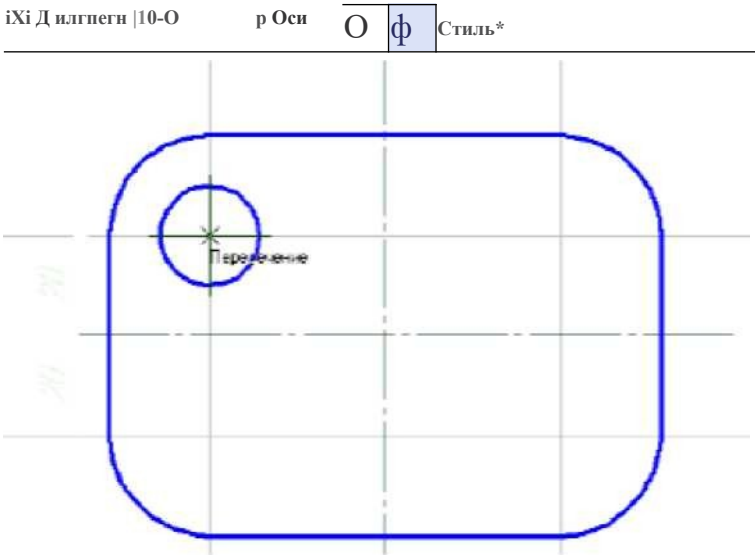

Рис.6. Ввод окружности.
4. Постройте окружности. Для определения положения их центров с помощью команды Параллельная прямая постройте вспомогательные параллельные прямые по обе стороны от вертикальной и горизонтальной осевых линий детали на расстоянии 35 и 20 мм соответственно. Полученные точки пересечений вспомогательных прямых будут искомыми центральными точками окружностей. Включите кнопку Ввод окружности и постройте левую верхнюю окружность радиусом 10 мм с осями симметрии (рис.6).